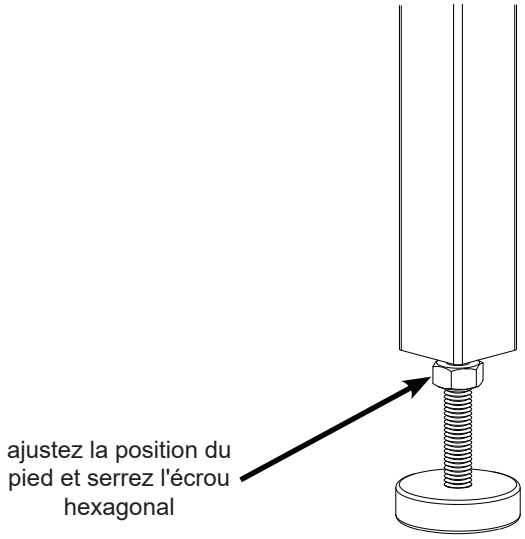

Fig. 16
16. Tournez le pied au bas de chaque pied de soutien pour ajuster sa position jusqu'à ce qu'elle soit fermement en contact avec le sol. Une fois le pied en contact avec le sol, serrez complètement l'écrou hexagonal contre le bas de le pied à l'aide d'une clé de 13 mm (voir Fig.16).